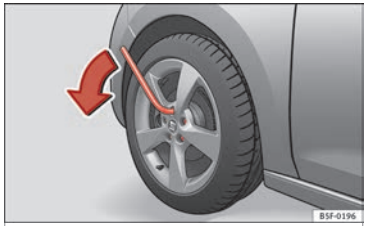

Fig. 63 Changing a wheel: loosen the wheel bolts.
- Grip the end of the box spanner and turn the wheel bolt about **one** turn anti-clockwise ››› Fig. 63.